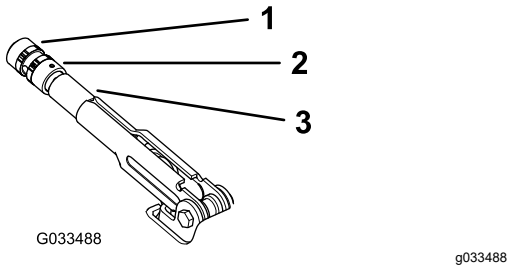

Figuur 59
2. Draai de stelschroef los waarmee de knop is bevestigd aan de parkeerremhendel (Figuur 59).
3. Draai aan de knop (Figuur 59) totdat een kracht van 20 tot 22 kg nodig is om de hendel te bedienen.
4. Draai de stelschroef vast als u klaar bent (Figuur 59).